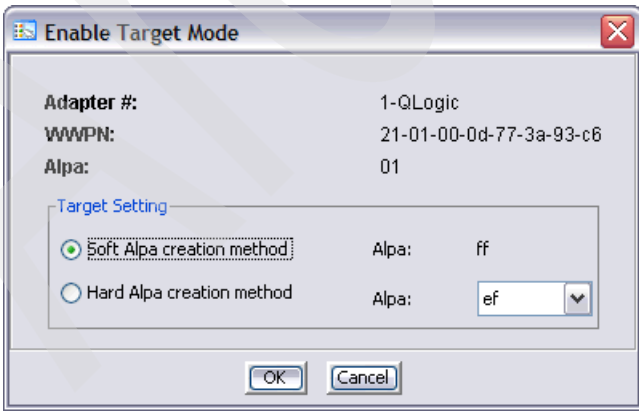

Figure 4-12 Enable Target Mode window
2. In the Enable Target Mode window, select the **Soft Alpa creation method** option and click **OK** to enable the target mode (see Figure 4-12).